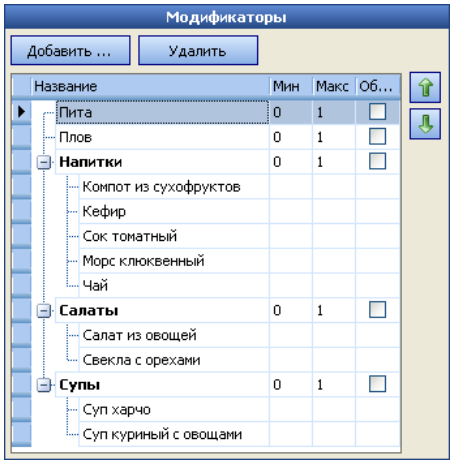

Рисунок 210 Модификаторы блюда «ОБЕД»
6. В блоке «Модификаторы», расположенном в левой части закладки **Основные свойства** номенклатурной карточки блюда «ОБЕД», появятся выбранные модификаторы. По умолчанию для каждого из выбранных модификаторов определено, что минимальное их количество – 0 (то есть они необязательные), максимальное – 1 (см. Рисунок 210).